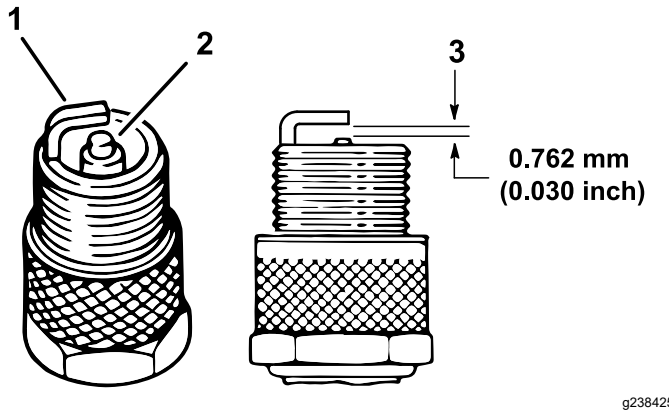

Figuur 34
4. Controleer de staat van de massa-elektrode, de centrale elektrode en de isolator van de centrale elektrode op beschadigingen (Figuur 34).
5. Zorg ervoor dat de elektrodenafstand tussen de centrale elektrode en de massa-elektrode 0,762 mm bedraagt; zie Figuur 34.